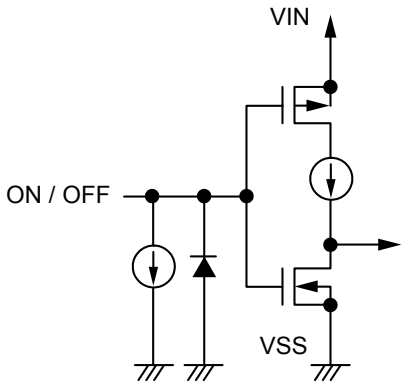
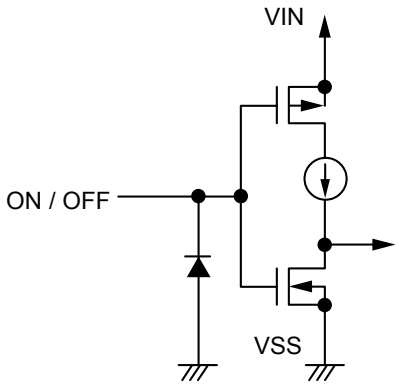

图19 S-13R1系列A / C型
图20 S-13R1系列B / D型
ON / OFF端子的结构如**图19**、**图20**所示。
***1.** 将ON / OFF端子连接到VIN端子上进行工作时，S-13R1系列A / C型产品的消耗电流中，流入0.1 μA (典型值) 恒定电流的电流量会增多，务请注意 (请参阅**图19**)。